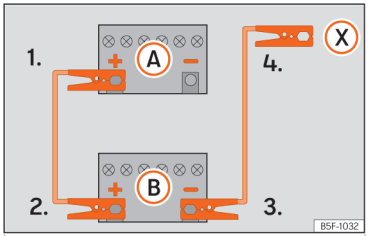

**Fig. 210** Wiring diagram for vehicles without a start/stop system.
2. Connect one end of the *red* jump lead to the positive (+) terminal of the vehicle with the flat battery (A).
3. Connect the other end of the *red* jump lead to the positive terminal (+) in the vehicle providing assistance (B).
4. *Vehicles without a Start-Stop system:* connect one end of the black jump lead to the negative terminal (–) of the vehicle providing the current (B) ››› Fig. 210.